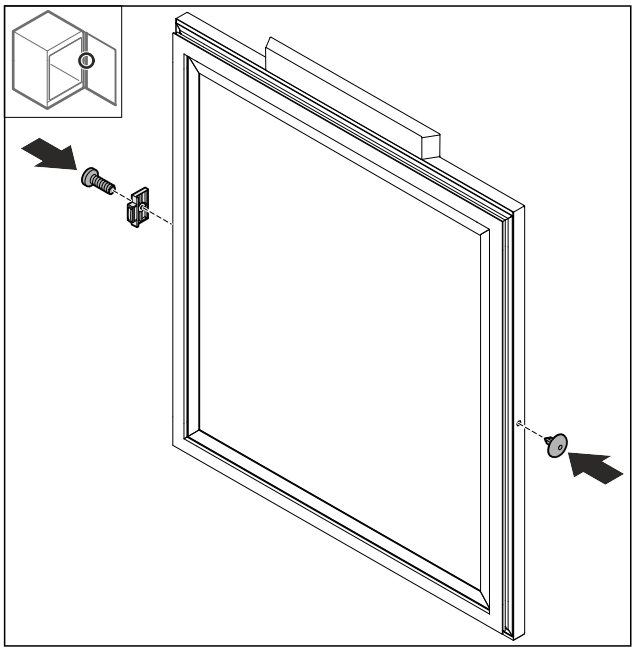

Fig. 76
▶ Turn the door stopper *Fig. 76 (1)* 180° and fit it on the opposite side.
▶ Insert the cover *Fig. 76 (2)* on the opposite side.